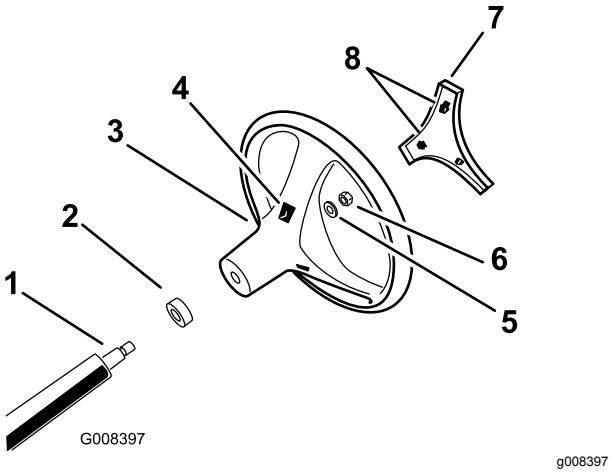

**Figur 3**
4. Fastgør rattet til akslen med låsemøtrikken, og tilspænd den med et moment på 24 til 29 N·m som vist i Figur 3.
5. Ret tapperne i dækslet ind efter hullerne i rattet, og tryk dækslet fast på rattets nav (Figur 3).